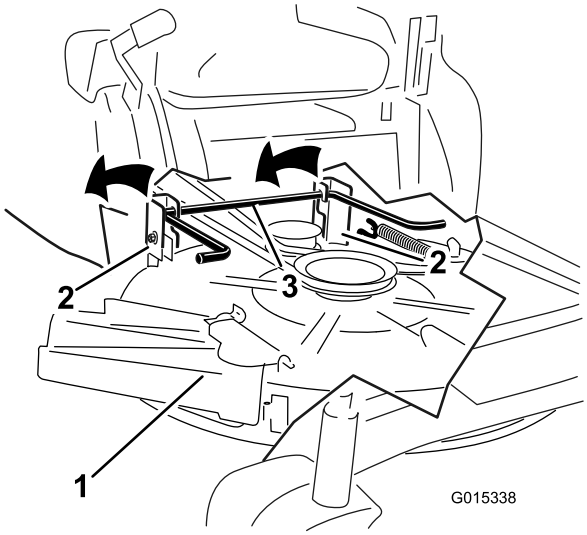

Figur 64
6. Løft plæneklipperskjold og hængebeslag, så de er fri af den bageste løftestang, og sænk forsigtigt plæneklipperen ned på jorden (Figur 64).
5. Løft klippeskjoldets bagende, og før hængebeslagene over den bageste løftestang (Figur 64).